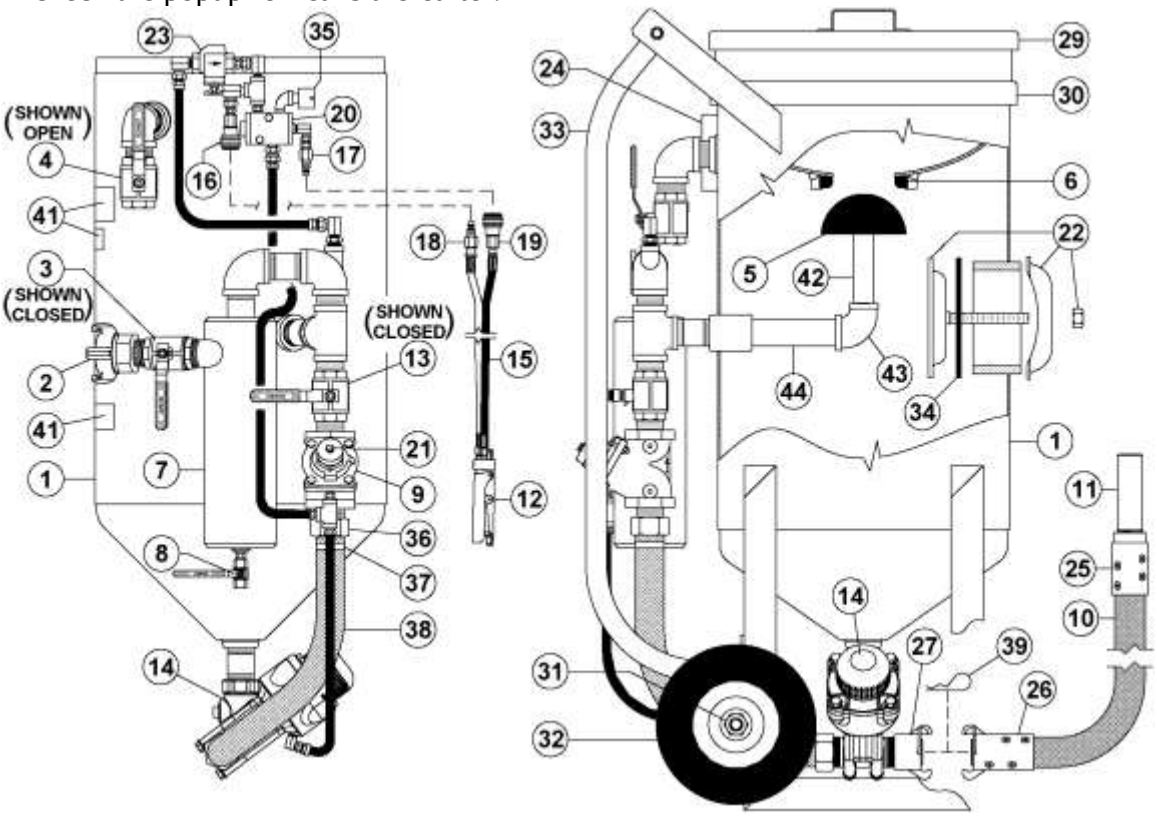

Figure 7.1 – Thompson® Valve Abrasive Blaster with pneumatic blast controls
7.1.2. Remove the vessel lid (#29) and screen (#30) to check that the popup (#5) has dropped open. The open popup indicates that the blast vessel is depressurized. See Figure 7.1.
7.2 Beginning the Blasting Operation (See Figure 7.1 and 7.2)
7.2.6. Close the blowdown ball valve (#4). The ball valve is closed when the handle is perpendicular to the body (See Figure 7.1 or 7.2).